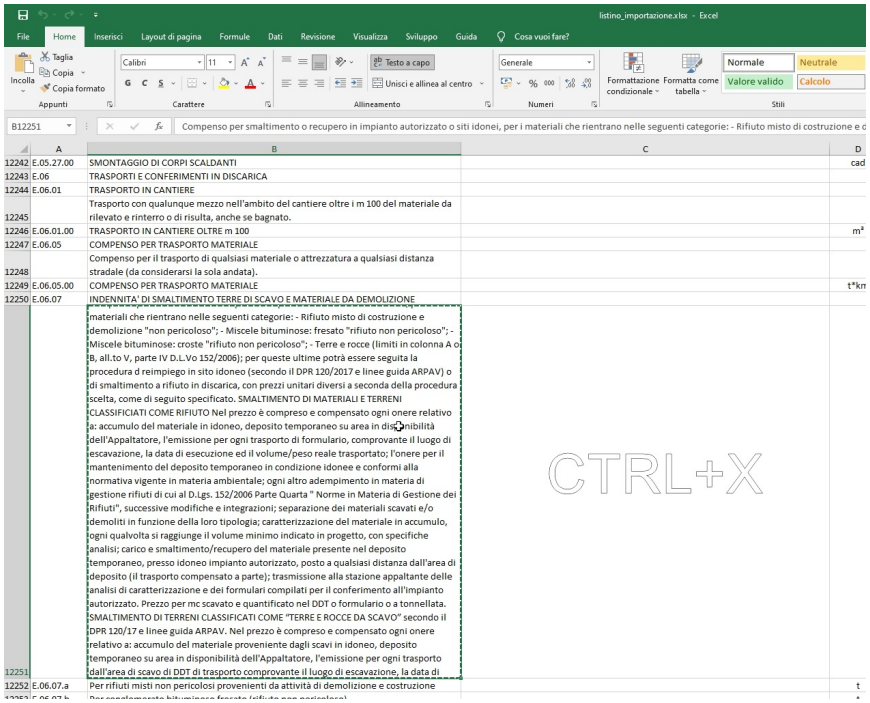

Figura 29: Taglia descrizione estesa
- Spostarsi a sinistra e selezionare la cella della descrizione estesa da spostare, poi premere sulla tastiera la combinazione di tasti "Ctrl+x" per tagliarla. Figura 29;